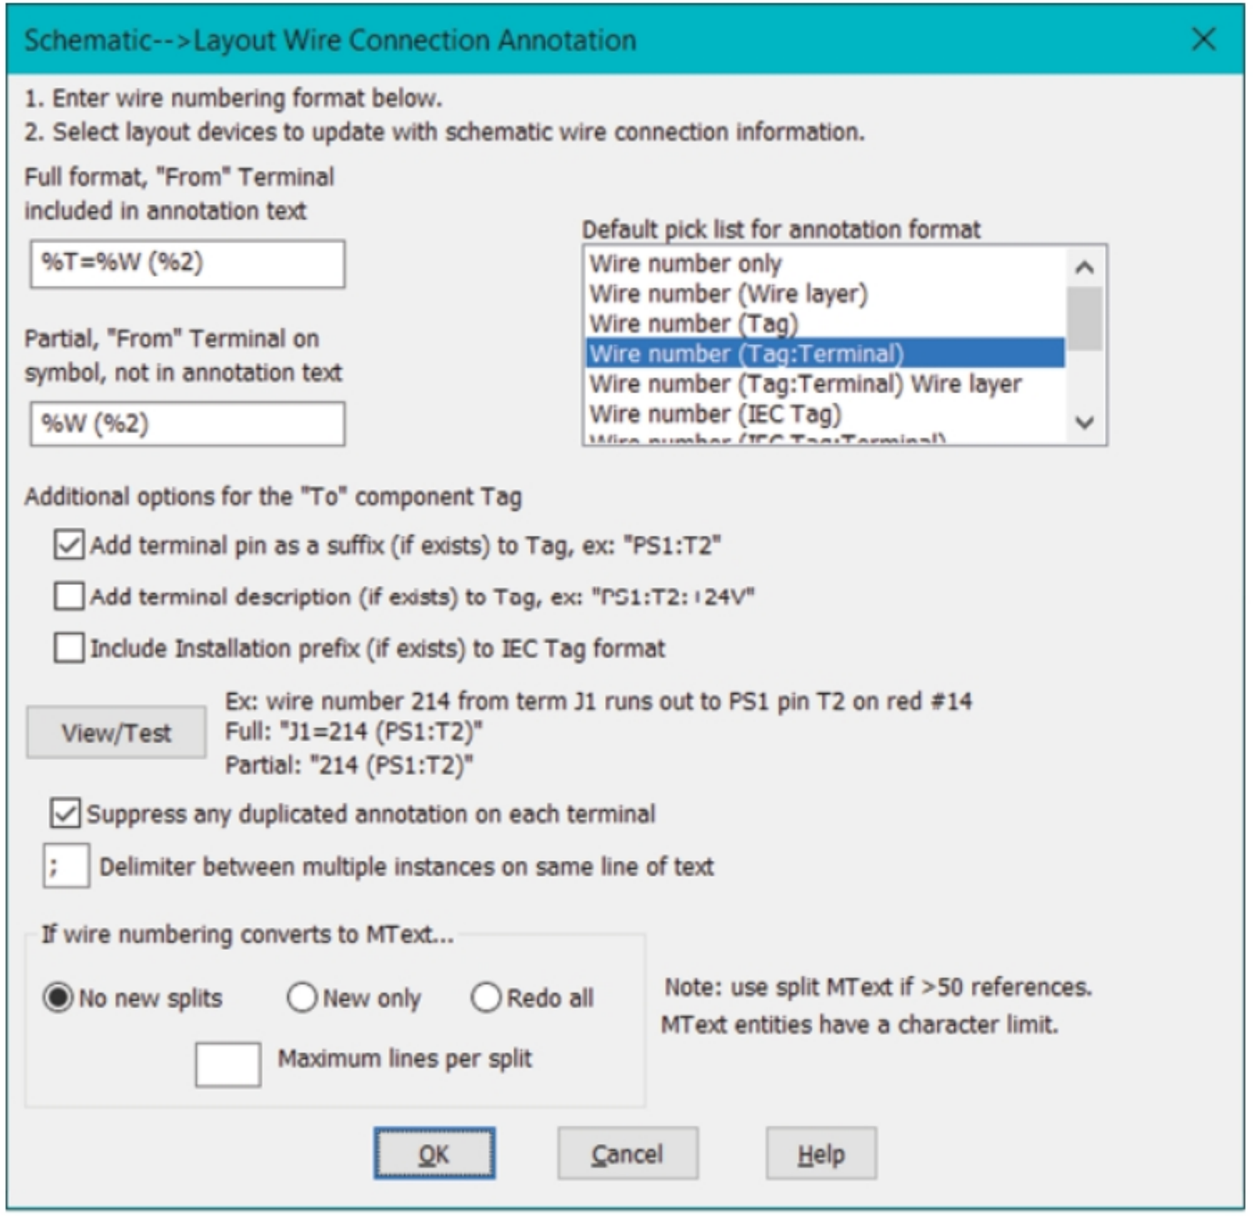

Figure-20. Schematic dialog box
- After specifying desired settings, click on the **OK** button from the dialog box. The **Schematic --> Layout Wire Connection Annotation** dialog box will be displayed; refer to Figure-20.